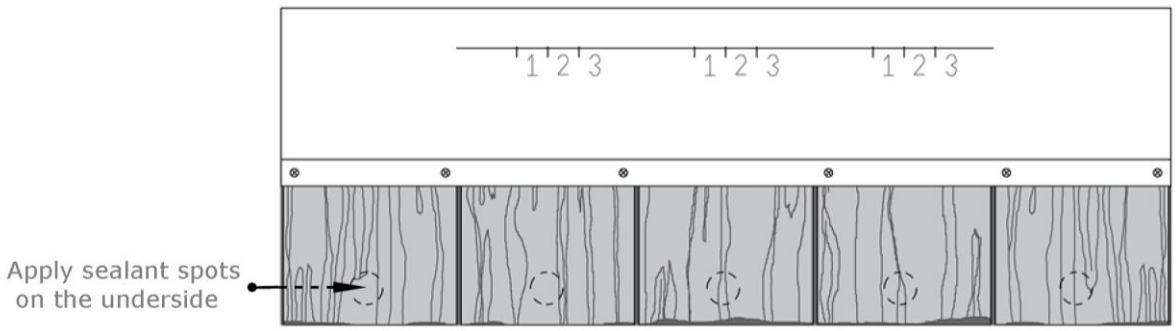

FIGURE 5 - Sealant Spots
- Hand seal shingles by applying ***five 1" (25mm) diameter sized spots*** of FWAVE approved sealant and adhesive (see **Table 1**). One spot behind every tab, (total of 5 spots), for the entire slope, near the bottom, as shown in **Figure 5**. Press the shingle down into position. FWAVE approved sealant and adhesive should approach the edge of the shingle, but not be exposed.